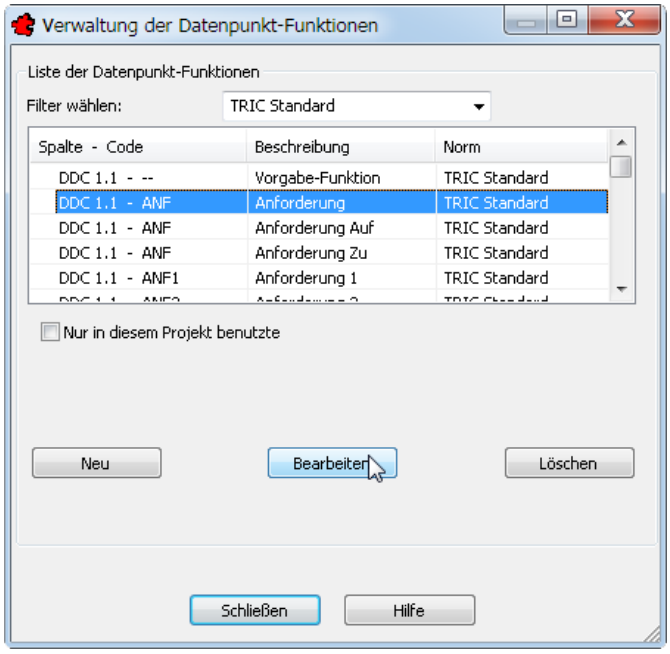

Bild 32.49 – Das Dialogfeld *Verwaltung der Datenpunkt-Funktionen*
- Klicken Sie auf *Funktionscodes*. Das Dialogfeld *Verwaltung der Datenpunkt-Funktionen* wird mit allen verfügbaren Funktionscodes geöffnet (Abb. 32.49).